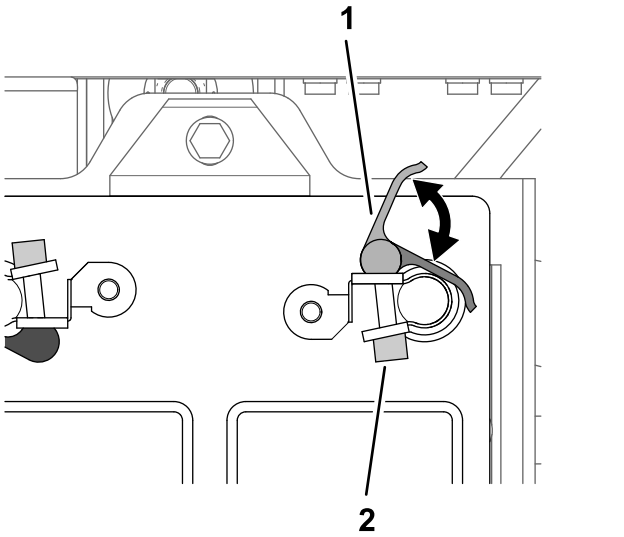

Rysunek 210
2. Otwórz dźwignię blokady zacisku szybkomocującego z czarną dźwignią (Rysunek 210).
4. Zamknij dźwignię blokady zacisku szybkomocującego (Rysunek 210).